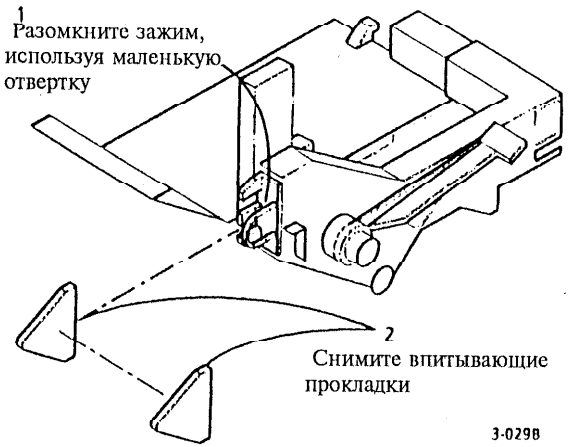

Рис. 2 Снятие впитывающих прокладок с каретки
3. (Рис. 2): Снимите впитывающие прокладки с фиксатора на каретке.